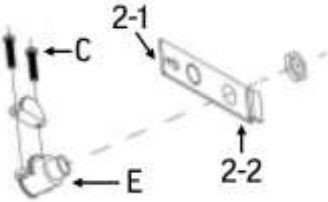

fig. 2
5. Serrez les vis (C) (fig. 2).
6. Retirez le capuchon de connexion (D) pour chaque fil chromocodé.